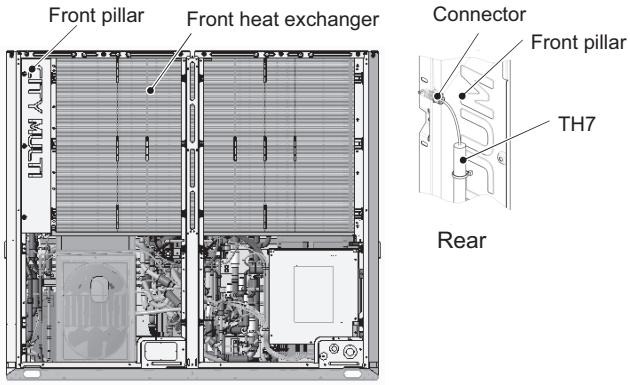

Figure 17
(15) Remove the front pillar by unscrewing the 7 screws. (See Figure 17.)
(16) Disconnect the TH7 sensor holder from the front pillar. (See Figure 17 Rear.)
(19) To remove the front heat exchanger, unscrew the 3 screws from the front of the right front pillar. (See Figure 17.)